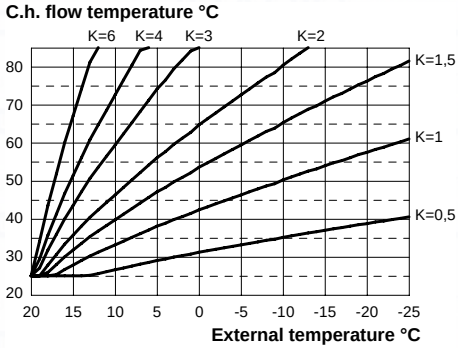

Fig. 7.19
If the boiler is **EQUIPED** with the remote control (optional) refer to Fig. 7.19.
the flow temperature (Fig. 7.19).
E.g. In order to have a flow temperature at the heating plant of 60°C with an external temperature of -5°C, set a K at 1.5 (sectioned line in Fig. 7.19).
- Using keys 12 or 13 it is possible to change the value of parameter 15 from a minimum of **01** to a maximum of **60** based on the selected bend of the K coefficient in Fig. 7.19 (the value read on the display corresponds to K coefficients decimal values).